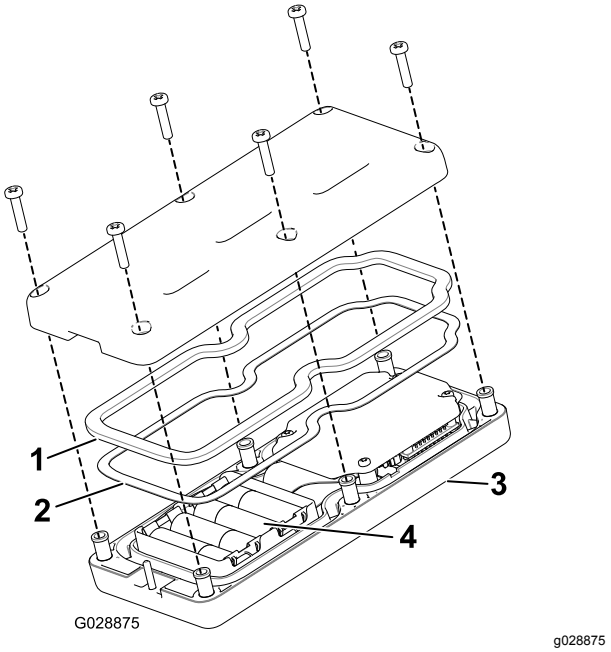

Rysunek 37
3. Odkręć 6 śrub z tyłu pilota, a następnie zdejmij pokrywę (Rysunek 37).
5. Podłącz każdą nową baterię do zacisków, zachowując odpowiednią biegunowość. (Jeśli baterie zostaną zamontowane nieprawidłowo, urządzenie nie zostanie uszkodzone, ale nie będzie działać). Na uchwycie wytłoczona jest biegunowość każdego zacisku (Rysunek 37).
6. W razie przypadkowego wyjęcia uszczelki gumowej i uszczelki stalowej ostrożnie włóż je z powrotem do rowka w obudowie pilota (Rysunek 37).
7. Załóż z powrotem pokrywę i przykręć ją za pomocą 6 odkręconych wcześniej śrub (Rysunek 37). Dokręć śruby z momentem od 1,5 do 1,7 N·m.